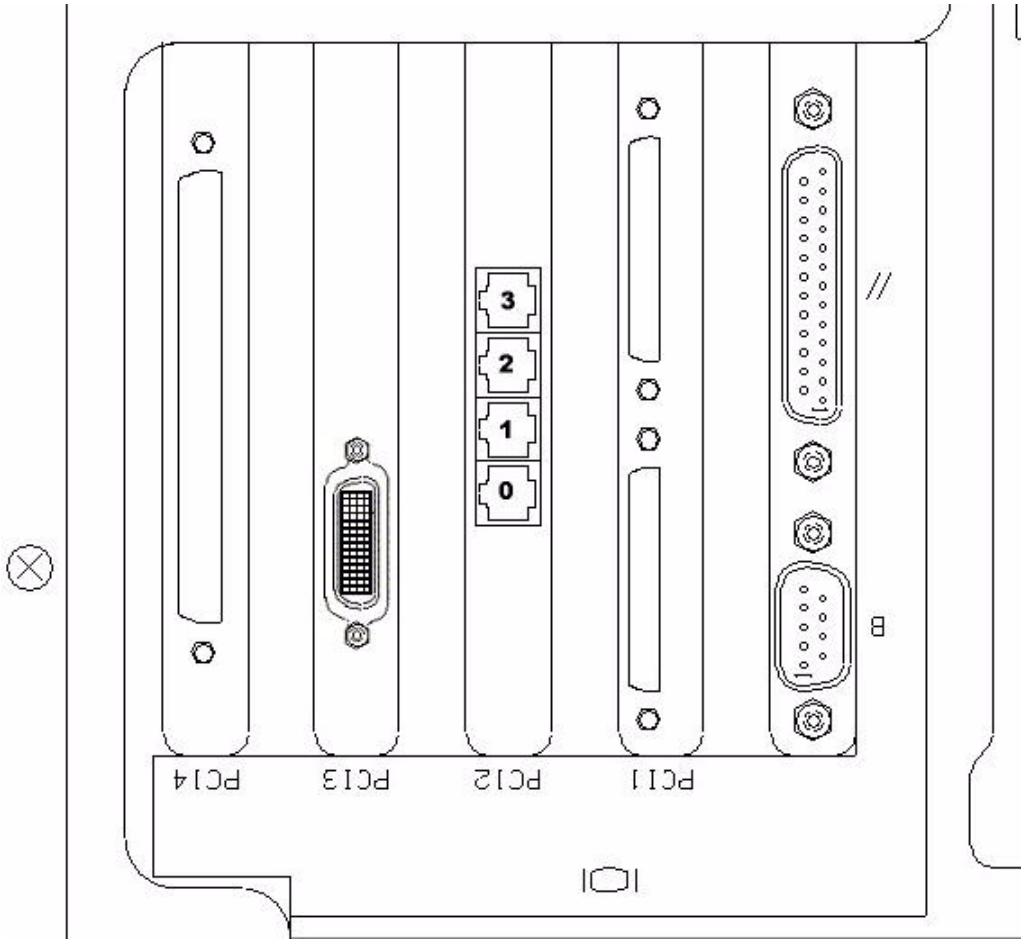

Figure 4. UD70/170A7 Rear View with UD70/170A7A4 8-Port Serial Card Installed
18. Remove the bezel in slot PCI 3. Discard the bezel and retain the mounting screw. Install the 8-Port Serial Card in slot PCI 3 and secure with the mounting screw that originally mounted the bezel. Proper installation will result in the configuration shown in Figure 4.